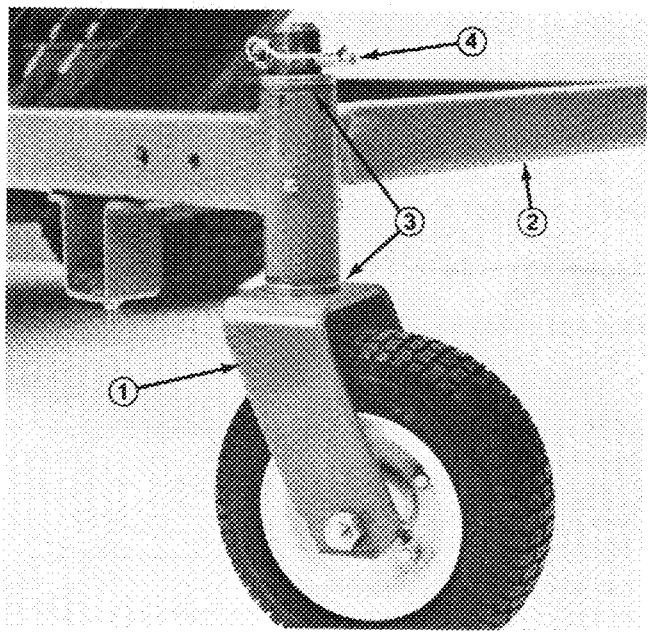

Figure 1
1. Remove Lynch Pins and two trust washers from each castor wheel assembly. Leave two thrust washers on each shaft, insert shafts into frame, install thrust washers and Lynch pins (Fig. 1).